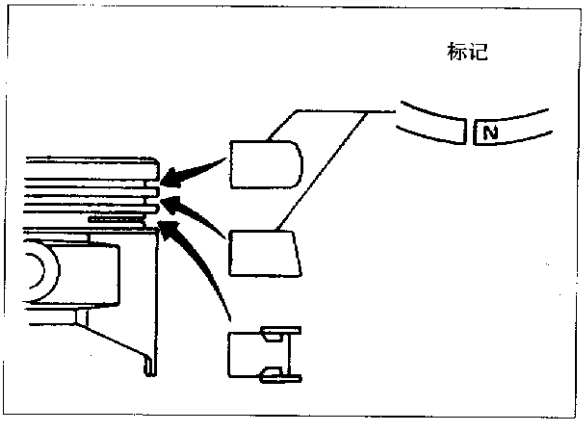

图 2-9-31
c. 如图 2-9-31 和 2-9-32 所示,安装活塞环。